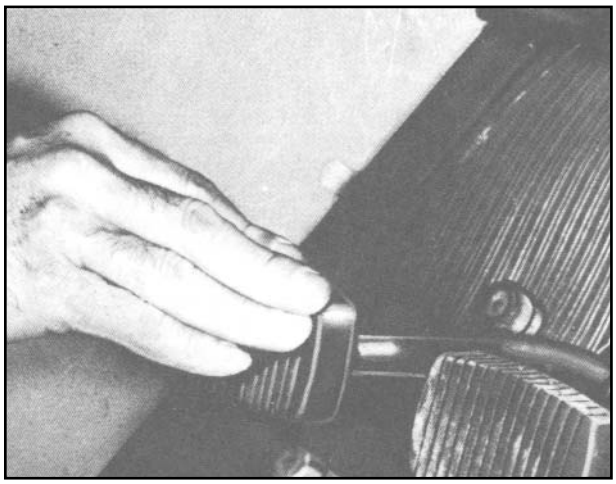
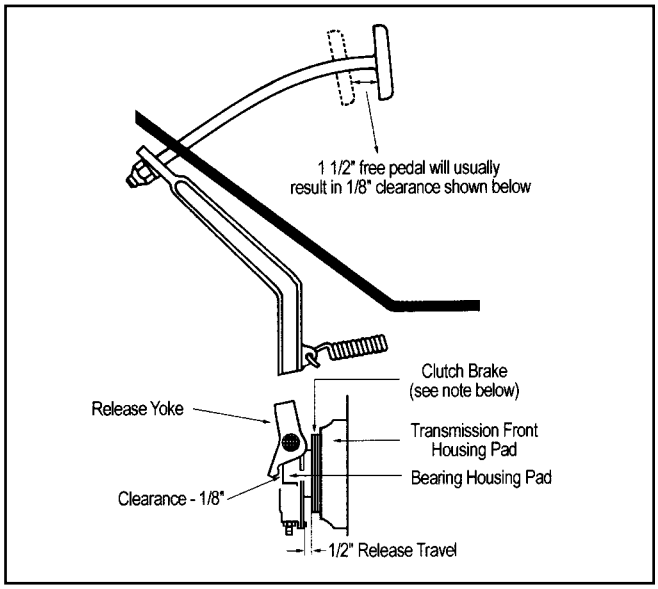

Figure 13. Checking Clutch Pedal "Free Travel"
Figure 14.
3. Check the clutch pedal "Free Travel" with your hand (Figure 13) and be positive that "Free Travel" is a result of actual yoke to release bearing clearance (Figure 14) and not caused by worn linkage, or faulty hydraulic cylinders.
4. The proper clutch pedal "Free Travel" is approximately 1 1/2". The gradual reduction from this amount is a normal condition caused by disc facing wear. To obtain the 1 1/2" of pedal free-play, adjust the clutch linkage until there is approximately 1/8" between the release yoke and the release bearing (Figure 14).